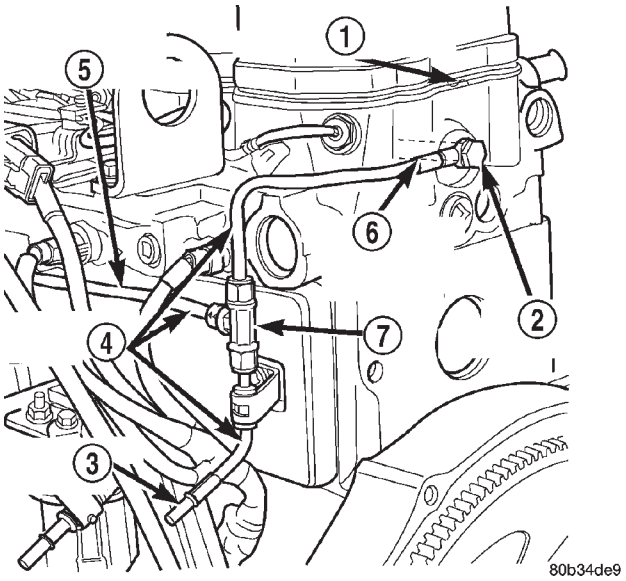

Fig. 70 Fuel Return Line at Rear of Cylinder Head
(1) Disconnect both negative battery cables at both batteries.
(2) Remove starter motor. Refer to Group 8B for procedures.
(3) Disconnect fitting at “T” (Fig. 70).